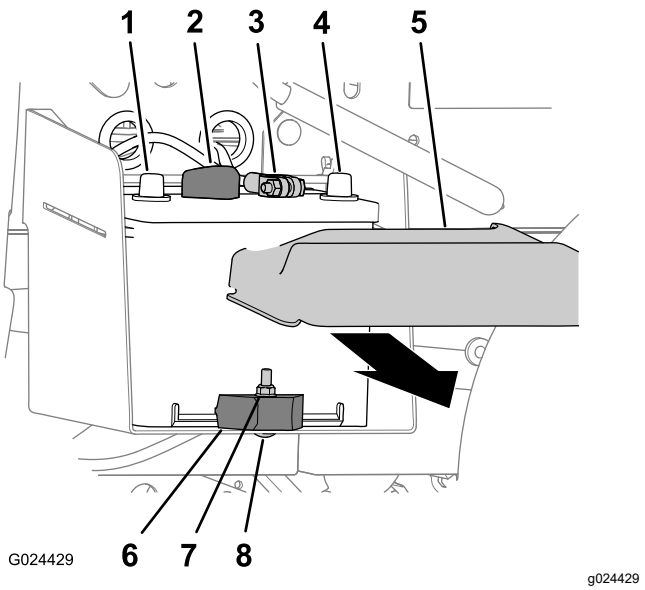

Figur 50
1. Kläm på batterikåpans sidor och ta bort kåpan ovanpå batteriet (Figur 50).
2. Ta bort batteriets minuskabel från batteriuttaget (Figur 50).
3. Koppla bort batteriets pluskabel från batteriet (Figur 50).
2. Ta bort låsmuttern, vagnskruven och batteriklämman som fäster batteriet vid batterilådan (Figur 50).
3. Ta ut batteriet ur batterilådan (Figur 50).
1. Rikta in batteriet efter maskinens batterilåda (Figur 50).
Obs: Kontrollera att batteriets plus- och minuspoler har riktats in enligt Figur 50.
2. Fäst batteriet vid batterilådan med batteriklämman, vagnskruven och låsmuttern (Figur 50).
1. Anslut den positiva batterikabeln till batteriet (Figur 50).
2. Anslut den negativa batterikabeln till batteriet (Figur 50).
3. Montera batterikåpan på batteriet (Figur 50).